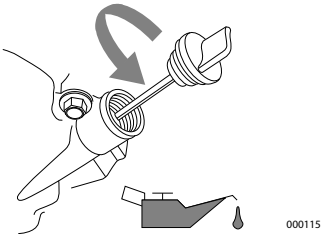

Figura 2-1. Retire la varilla de medición
3. Vea la ***Figura 2-1***. Retire la tapa de llenado de aceite y limpie la varilla de medición.